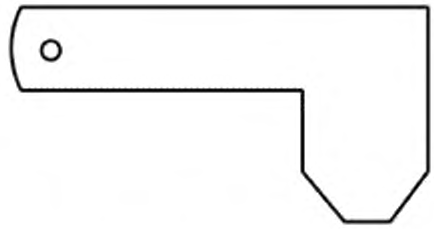

Рисунок 70 — Запорный крючок
7.6 **запорный крючок:** Крючок L-образной или прямоугольной формы, применяемый для фиксации поперечин или створок в стоечном или ящичном поддоне (см. рисунок 70). en gate hook fr crochet de fermeture